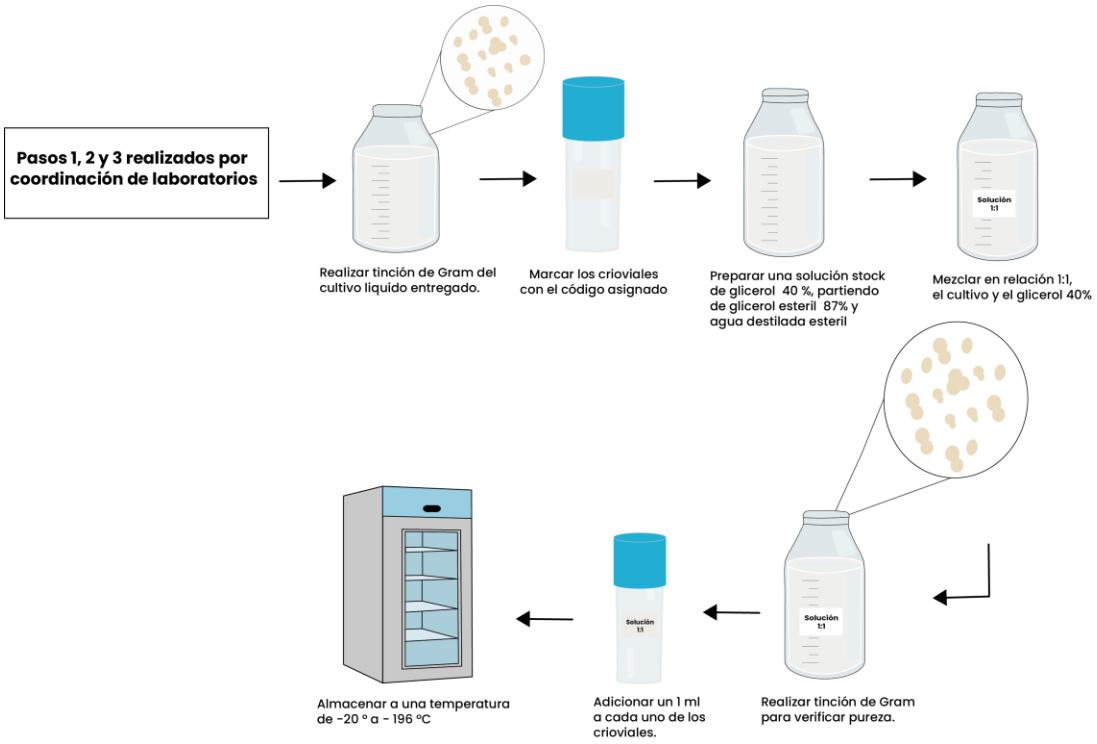

Figura 12. Conservación de crioviales con glicerol
10. Almacenar a una temperatura de -20° a -196°C (Figura 12).